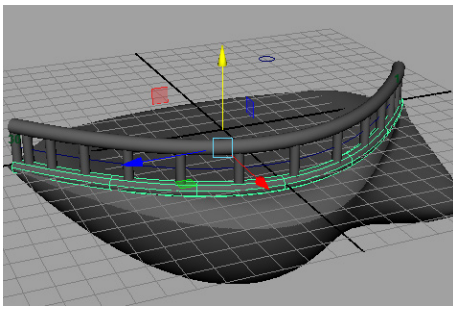

Figure 4-68 *The handrail aligned*
8. Select the **Modeling** menuset from the **Menuset** drop-down list in the Status Line. Now, select the circle and then the curve from the viewport. Choose **Surfaces > Extrude > Option Box** from the menubar; the **Extrude Options** window is displayed. In this window, make sure the **Tube** radio button corresponding to the **Style** attribute is selected. Also, select the **At path** radio button corresponding to the **Result position** attribute and **Component** radio button corresponding to the **Pivot** attribute. Next, choose the **Extrude** button; the circle is extruded and the handrail is created, refer to Figure 4-68.
9. Maximize the persp viewport. Next, invoke the **Move Tool** and move the handrail up along the Y axis to align it, refer to Figure 4-68. Now, press CTRL+D; a copy of handrail is created and then align it using **Move Tool**, as shown in Figure 4-68.